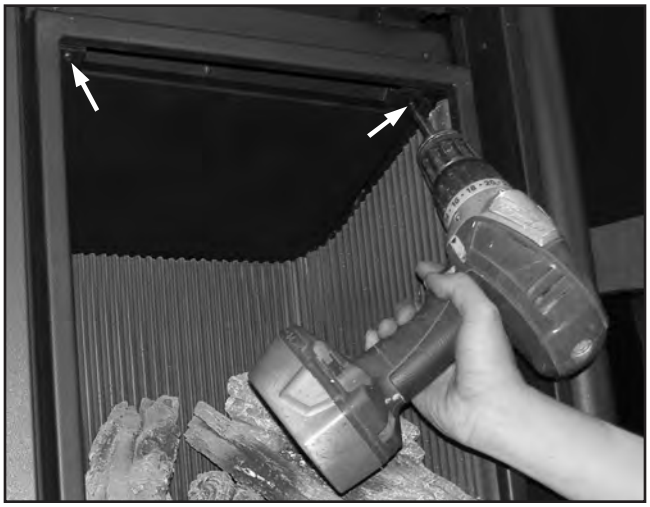

Figure 12: Firebox Baffle Screws Removal.
2. Remove the two (2) Torx T-20 screws holding the front of the firebox baffle in place (refer to Figure 12). IMPORTANT: The baffle should be held in place when the screws are removed to prevent it from falling, which could damage the firebox liner, log set, or rock set.